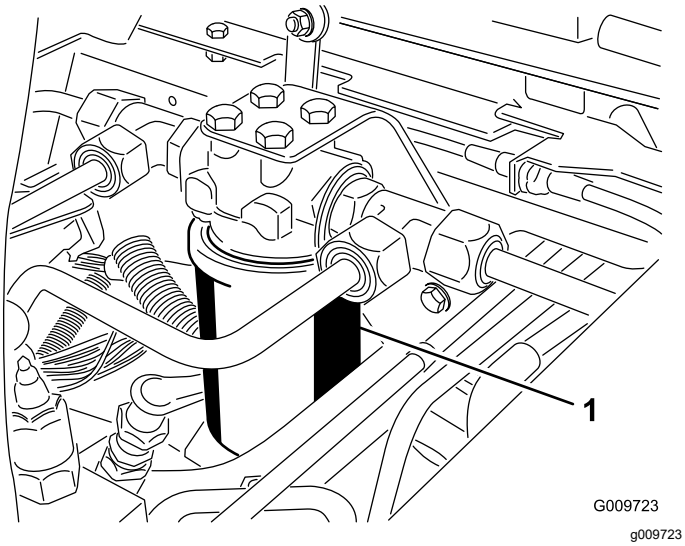
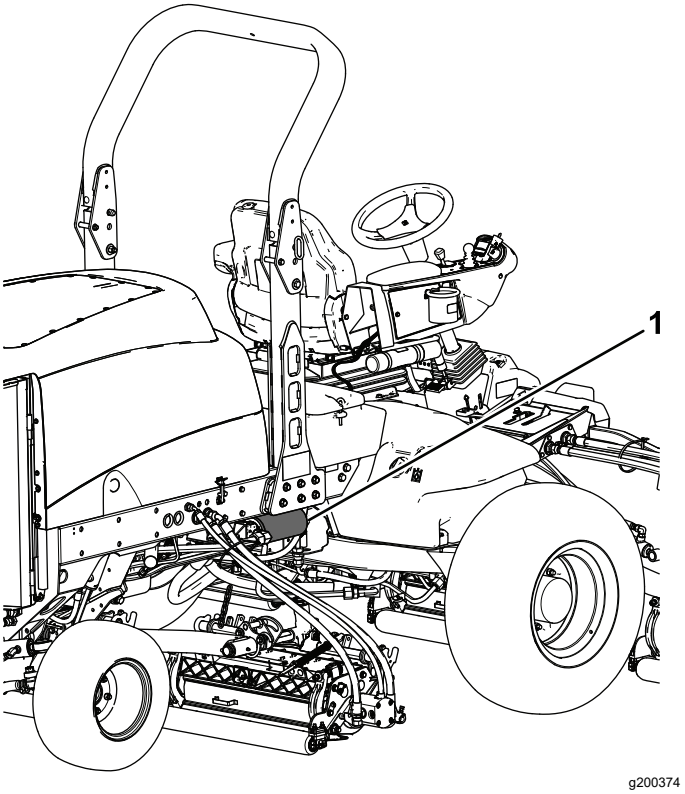

Figur 118
Figur 119
3. Plasser et tappefat under filteret, og ta ut filteret (Figur 118 og Figur 119).